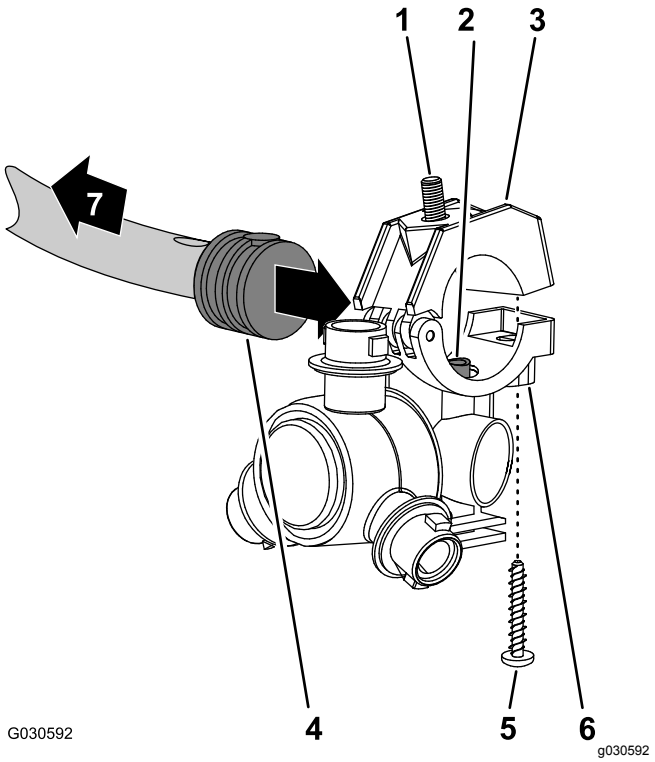

Figur 143
1. Innrett overføringsrøret i salen på en sprederdyse (Figur 143) med hullet på siden av slangeskaftet med mothake på én side (13 mm).
2. Lukk den øvre klemmehalvdelen rundt slangeskaftet med mothaker og fest klemmehalvdelen og sprederdysekroppen (Figur 143) med skruen i rustfritt stål (nr. 12 x 1-1/4 tomme) og stram til skruen i rustfritt stål til 14 til 18 N·m.